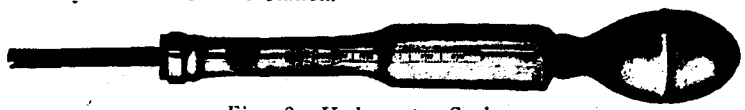

*Fig. 38. Hydrometer Syringe.*
*An hydrometer (Fig. 38) is an instrument for testing the specific gravity of a* liquid. An hydrometer syringe is an hydrometer specially designed for convenience in testing the specific gravity of the acid solution in storage batteries. Hydrometer syringes are not a part of the electrical system but can be purchased from any "Exide" service station.